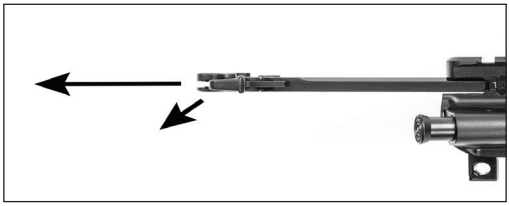

Fig. 18 – Removing the Charging Handle
a. Depress the catch on the charging handle and withdraw the bolt assembly from the rear. Continue to pull the charging handle to the rear until resistance is encountered. Pull down on the charging handle and separate the charging handle from the upper receiver (Fig. 18).